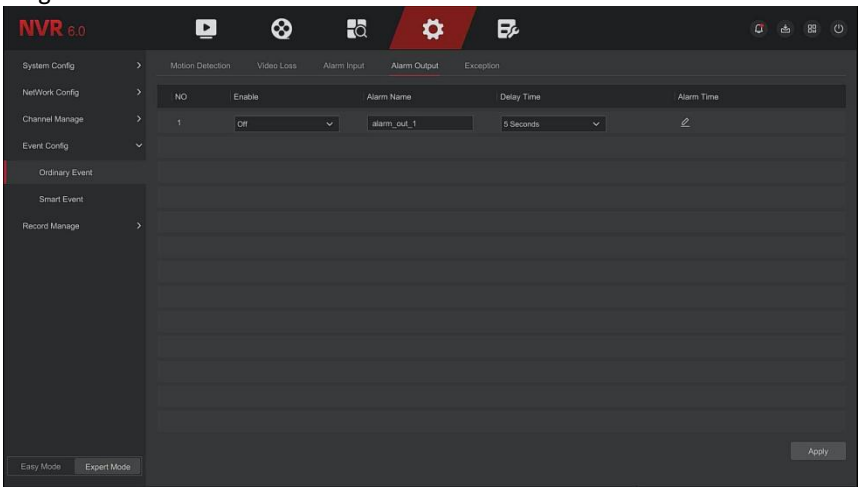

Figure 5-94
Step 1: In the main menu, choose " Config → Expert Mode → Event Config→ Oradinary Event → Alarm Output" toenter Alarm Output interface, as shown in Figure 5-94 below.